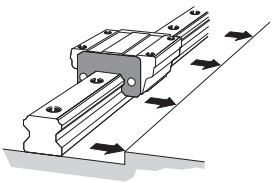

图3 将基准面对上LM轨道
(2) 将LM轨道轻轻地放置于底座上后，不完全锁紧装配螺栓使LM轨道与安装面轻轻地靠紧。（底座的横向基准面要与LM轨道有标记线的一侧对上。）(图3)